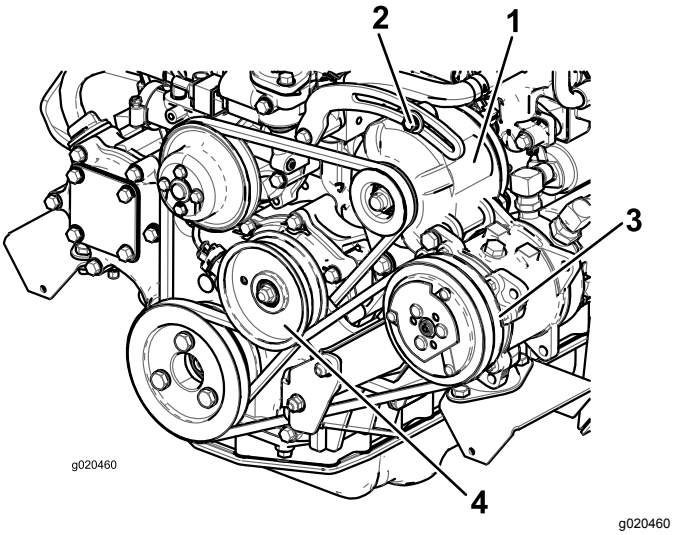

Figuur 98
Als de speling geen 10 mm bedraagt, moet u de montagebouten van de wisselstroomdynamo losdraaien (Figuur 98).
2. Als de speling niet correct is (10 mm), moet u de montagebout van de spanpoelie losdraaien (Figuur 98).